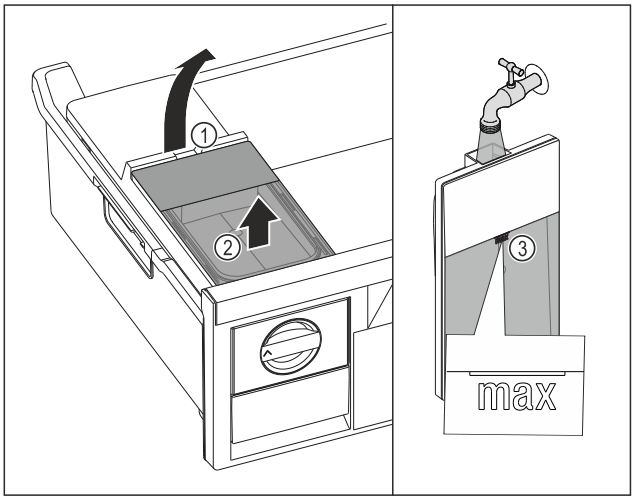

Fig. 103
▶ Ridicați rezervorul de apă de la degajare *Fig. 103 (1)*.
▶ Scoateți rezervorul de apă în sus. *Fig. 103 (2)*
▶ Umpleți rezervorul de apă până la marcaj *Fig. 103 (3)* cu apă potabilă.